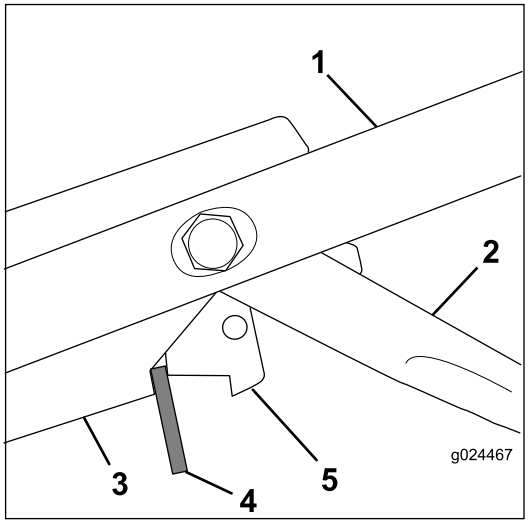

Figur 28
3. Montera en 8 mm tjock distansbricka mellan kontrollspaken för knivbromsen och styrfästet på handtaget (Figur 28).